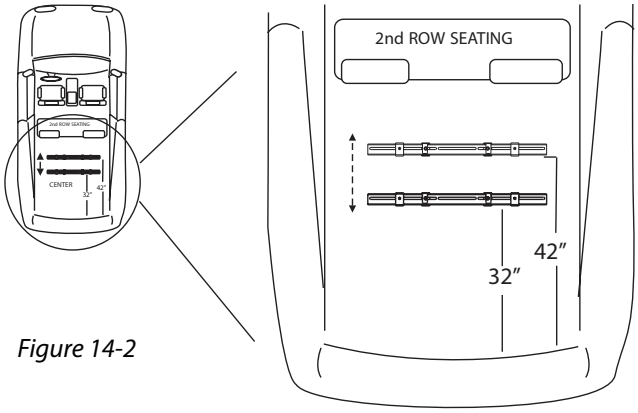

Figure 14-2
2. The AL600 Leg must be mounted between 32″ and 42″ from the internal surface of the closed back door of the vehicle. *[Figure 14-2]*